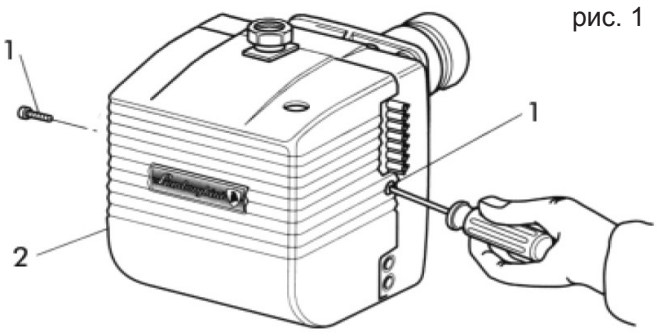

рис. 1
Для доступа к основным компонентам достаточно снять кожух, как показано на рис. 1. Техобслуживание головки горения выполняется следующим образом:
- Закройте газовый кран и отсоедините газовую рампу. - Отверните винты (1) и снимите кожух (2) (рис. 1).